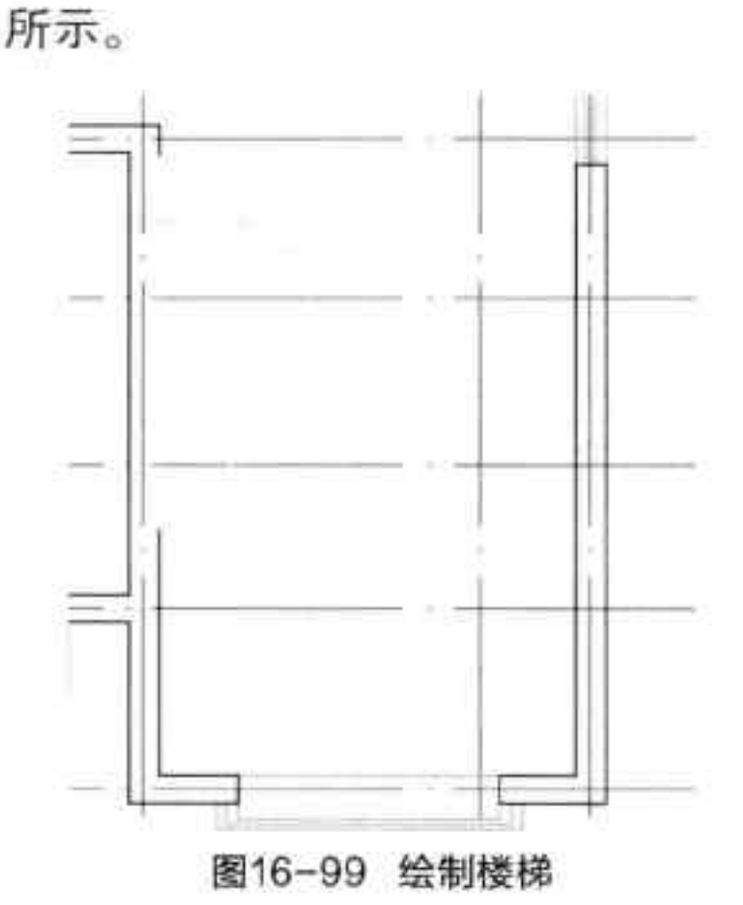

图16-99 绘制楼梯
Step 03 在绘图区域中，指定好楼梯位置，按回车键即可完成楼梯梯段的绘制操作，如图 16-99 所示。